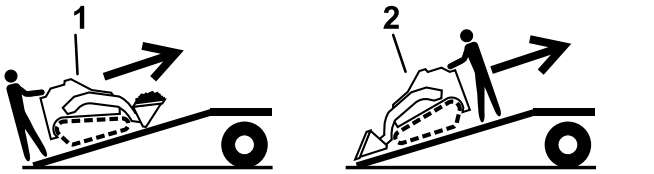

**Figure 20**
5. Load the machine onto the trailer with the heavy end up the ramp, carrying loads low (Figure 20).